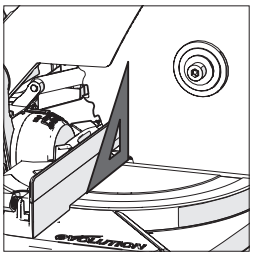

Abb. 9
- Legen Sie das Zeichendreieck so auf den Tisch, dass eine kurze Seite am Tisch und die andere kurze Seite am Sägeblatt anliegt (kommen Sie dabei nicht mit den Hartmetallspitzen der Sägeblattzähne in Berührung). **(Abb. 9)**